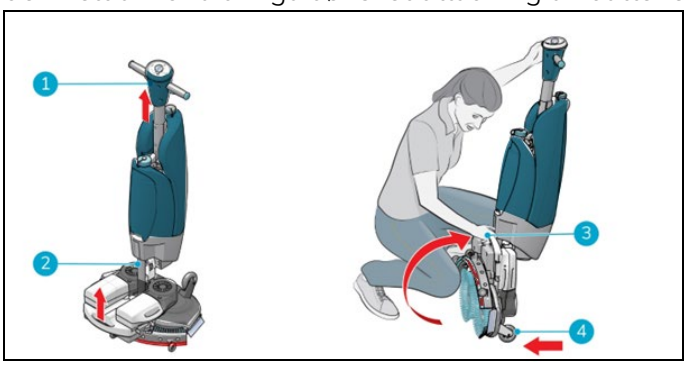

Figur 6
1. Sørg for at vakuumslangen (figur 6 pos 2) er skjøvet tilbake i maskinen slik at den ikke kommer i klem.
2. Sett deg på huk og hold håndtaket (figur 6, pos. 1) med én hånd mens du holder skrubbedekket (Figur 6, pos. 3) med den andre hånden.
3. Løft skrubbedekket sakte til det står oppreist på forhjulene (Figur 6, pos 4). Før karosseriet mot skrubbedekket til det klikker i hvileposisjon.